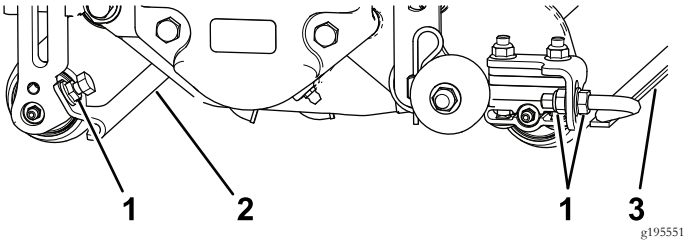

Figur 11
1. Løsne flensmutterne som fester valseskrapene (Figur 11).
Før vertikalkutteren senkes til verkstedgulvet eller fjernes fra trekkenheten, senk transportvalsene (Figur 11) for å beskytte knivene mot kontakt med den harde overflaten.